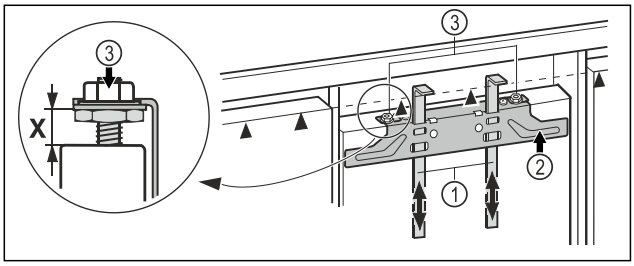

Fig. 43
▶ Push the assembly aids *Fig. 43 (1)* up to unit door height. Lower stop edge ▲ of the assembly aid = upper edge of the unit door to be assembled.
▶ Unscrew the fastening bar *Fig. 43 (2)* using the lock nuts *Fig. 43 (3)*.